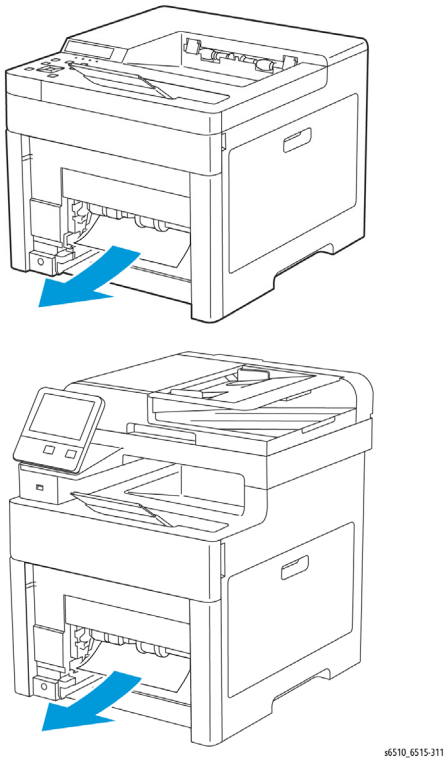

Figure 1 Clear the Media Path and Output Trays
1. Refer to Figure 1 to clear the media path and output trays.